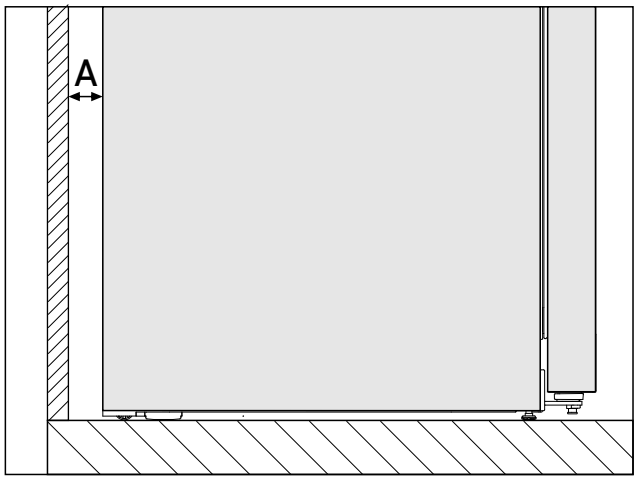

*Fig. 3 **
Spotřeba energie byla zjištěna s ohledem na vzdálenost od stěny *Fig. 3 (A)* mezi zadní stranou spotřebiče a stěnou. Pokud je vzdálenost od stěny menší než *Fig. 3 (A)*, nemá to žádný vliv na funkčnost spotřebiče. Při menší vzdálenosti od stěny se může spotřeba energie mírně zvýšit a na zadní stěně spotřebiče může docházet ke kondenzaci.*